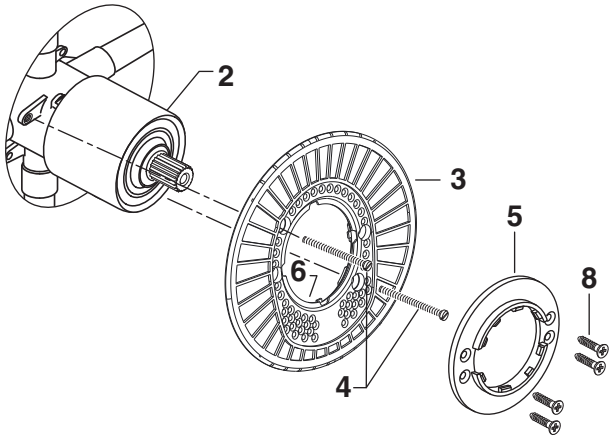

Figure 2.
- ***Figure 2.*** Make sure O-RING **(6)** is secure within ESCUTCHEON HOLDER **(3)**. Push ESCUTCHEON HOLDER **(3)** onto CAP **(1)** and attach with LONG SCREWS **(4)**. Mount ESCUTCHEON SUPPORT **(5)** to ESCUTCHEON HOLDER **(3)** with 4 SHORT SCREWS **(8)**.